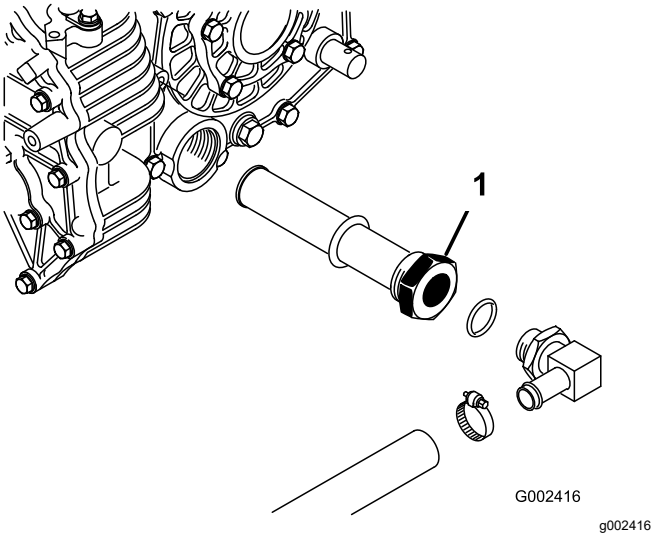

Figura 70
5. Repare na posição do tubo hidráulico e no conector de 90° ligado ao filtro de rede do lado do reservatório (Figura 70).